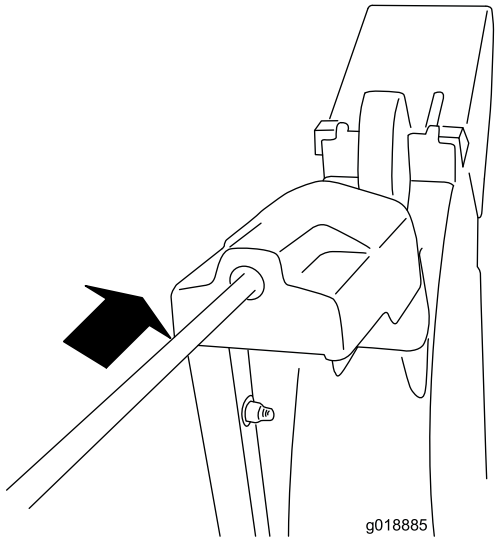

Rysunek 10
4. Umieść przedni koniec drążka w otworze w tylnej części osłony przekładni tunelu wyrzutowego, aż wsunie się do przekładni (Rysunek 10).